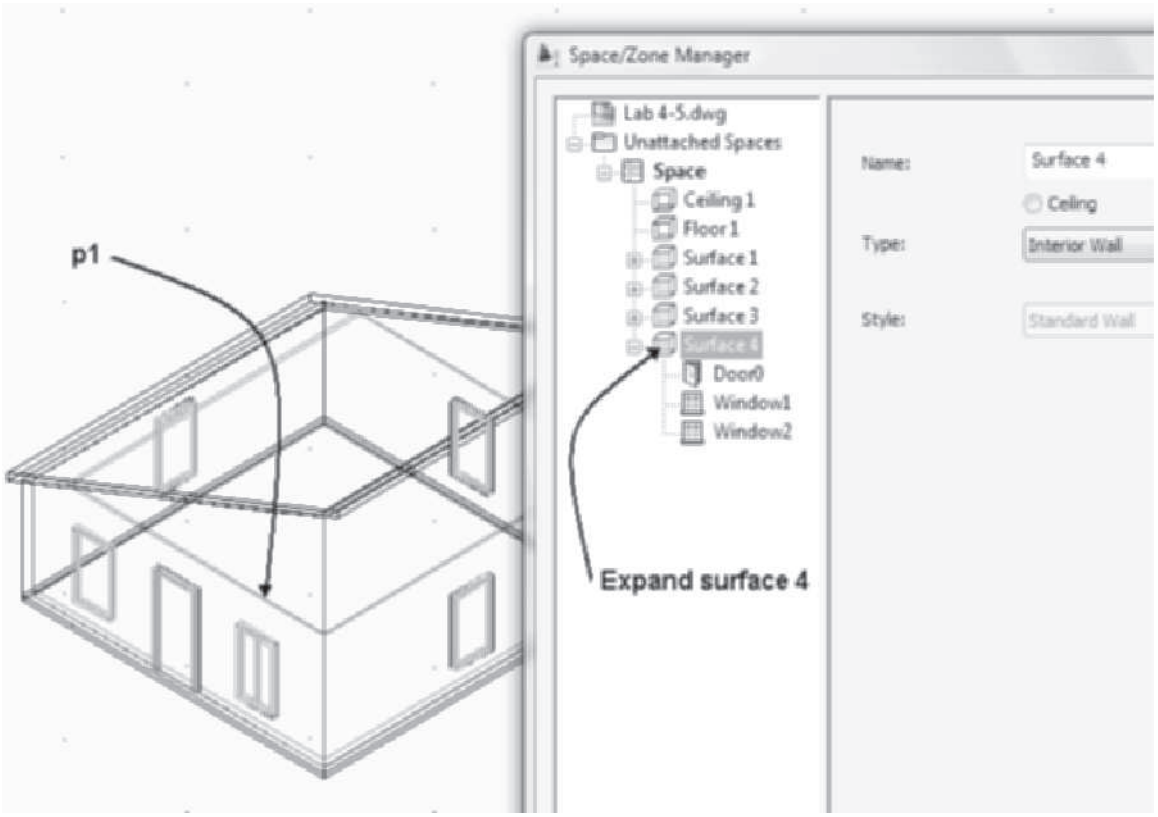

FIGURE 4.47 *Surface 4 of the freeform space*
7. Select the space at p1 as shown in Figure 4.47, right-click, and choose **Space/Zone Manager** from the shortcut menu.
8. Verify that the **Show All Zones and Spaces** and **Show Space Surfaces** checkboxes are checked in the lower-left corner of the Space/Zone Manager. Reposition the Space/Zone Manager, if necessary, to view the freeform space and the Space/Zone Manager. Expand Space and then expand **Surface 4** to view its contents as shown in Figure 4.47. Click OK to dismiss the dialog box.